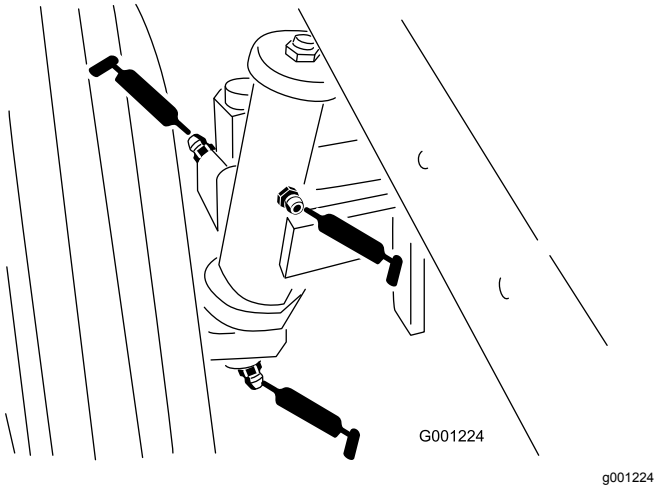

Figur 38
- Baghjulenes spindelbøsninger (Figur 38)